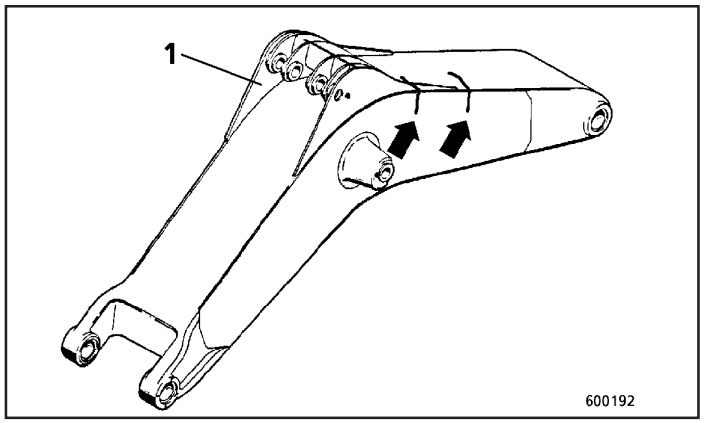

Fig.91
A chapa superior do braço de elevação apresenta trincas (setas, Fig 91).
1. Remova o olhal de suporte (1, Fig. 91).